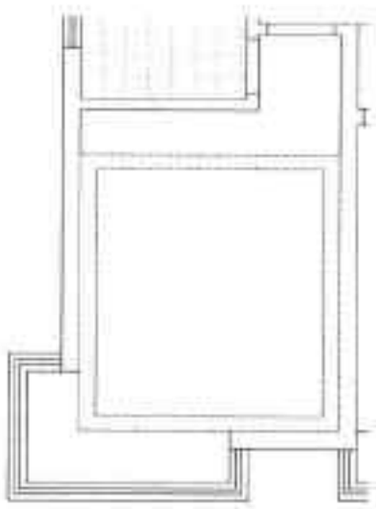

图19-65 偏移矩形
Step 12 执行“矩形”命令，捕捉主卧端点绘制矩形。执行“偏移”命令，将矩形向内偏移 200mm，如图 19-65 所示。